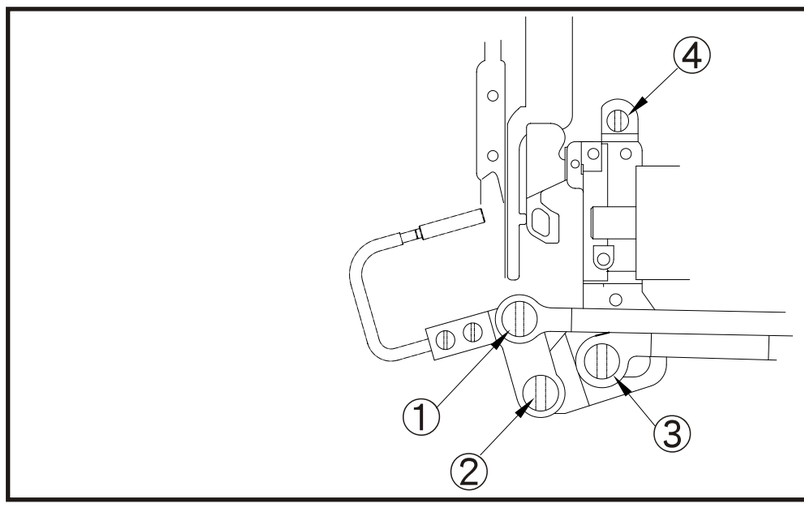

Fig. 31
1. Desensamblar el equipo rebordeador con los siguientes pasos: (fig. 31)